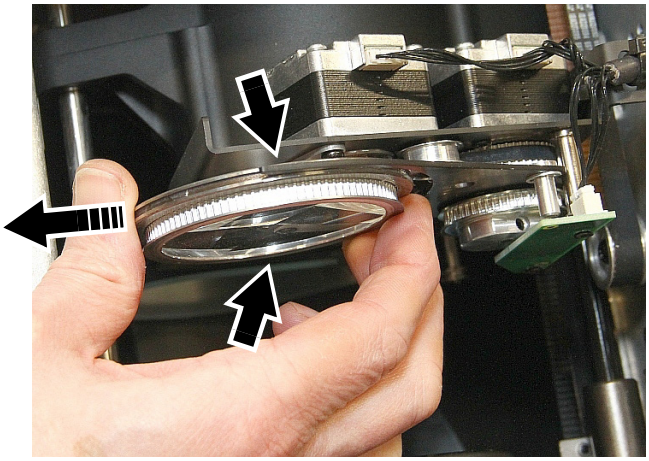

Bild 24: Entfernen des Prismas
6. Siehe Bild 24. Ziehen Sie das Prisma aus den Haltefedern. Bewahren Sie es für die spätere Wiederverwendung auf.